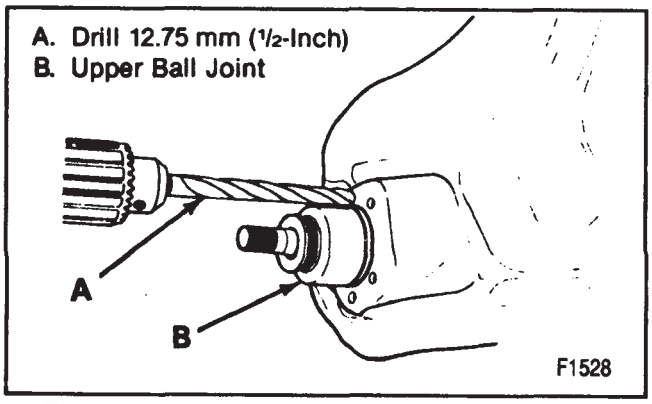

Figure 19—Drilling the Upper Ball Joint Rivet Heads
- Drill the rivet heads away using a 12.7 mm (1/2-inch) drill (figure 19).